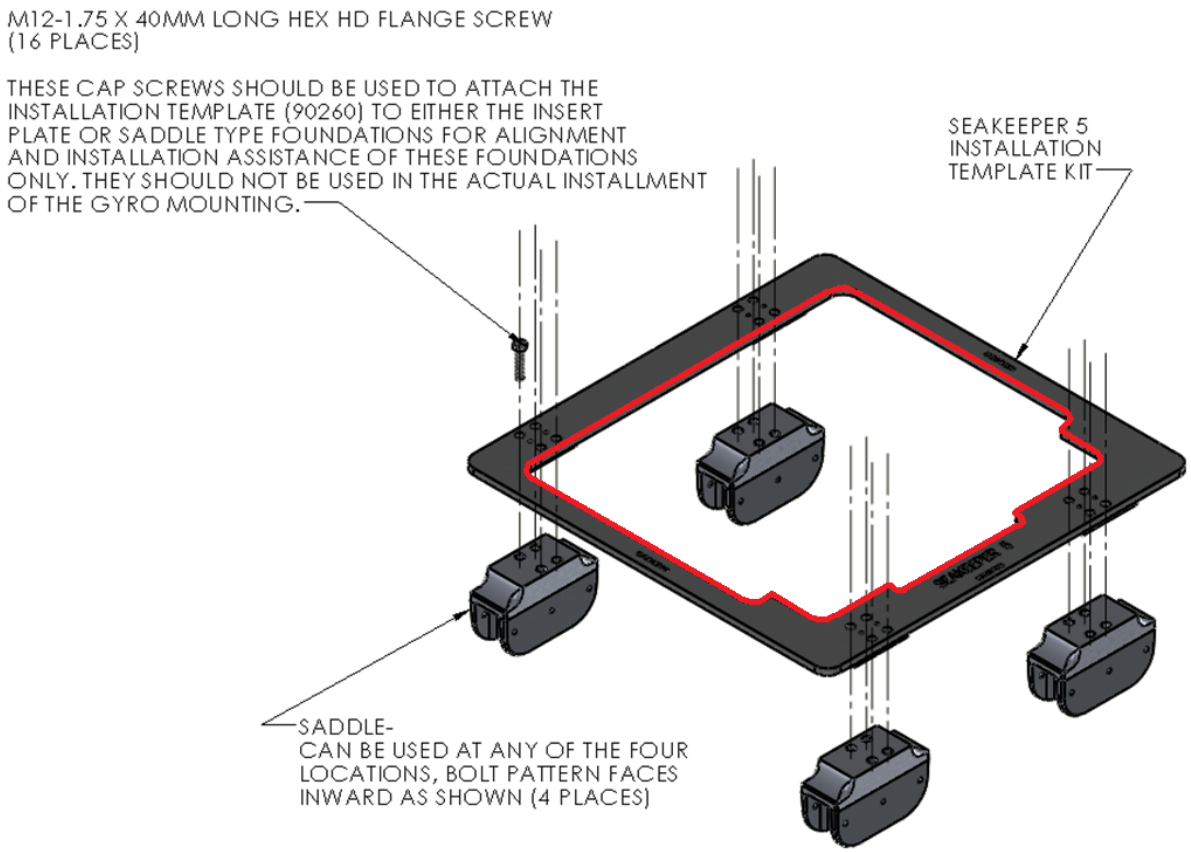
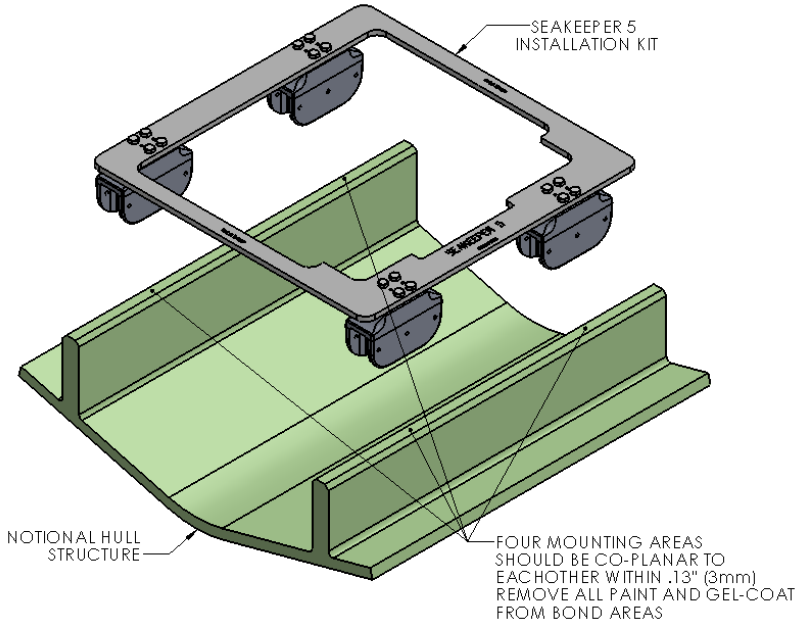
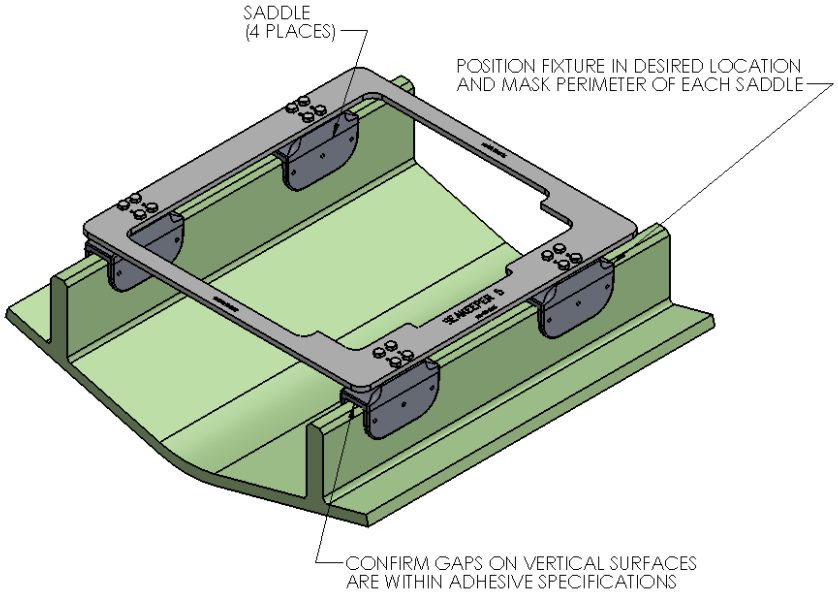

FIGURE 6 – EXPLODED VIEW OF SADDLE INSTALLATION FIXTURE
FIGURE 8 - INSTALLING FIXTURE ON HULL
FIGURE 9 - MASKING PERIMETER OF SADDLES
2) **The four areas where the feet of the gyro will rest should be coplanar to within .06" (1.5mm). See Figure 9.**
Seakeeper provides an installation fixture template, P/N 90260 that locates the saddles at the proper spacing both in the fore-aft direction and the port-starboard direction. See Figures 6, 7 & 8 below. Once assembled with the provided saddle fittings, the fixture can be used to check saddle clearances and alignment of the hull structure. The fixture will allow the builder / installer to lay-up and adjust the foundation dimensions to create a low-clearance fit between the gyro foundation saddles and the hull structure. Shear strength of the adhesive will be maximized if the cured thickness between the vessel structure and gyro saddles is at the thinner end of the adhesive manufacturer's recommended range. Therefore, the fixture should be used to confirm that the overall dimensions of the foundations are square and level and that the adhesive gap is within Seakeeper's maximum recommended thickness of .13" or 3mm.
1) Position installation fixture (Fig 8) on hull girders noting recommended clearances for maintenance from Figure 2. Check that the screws fastening the saddles to the installation fixture are tight (Fig 6).
2) Mask hull area (Fig 9) around foundation saddles for easy clean-up and to create outline of surface area to receive adhesive as (Fig 8). Insure that the bond gap is within Seakeeper's recommended thickness, or 3mm if using Plexus MA590.
3) Raise fixture clear of foundation. Check all four mounting areas are co-planar to within .13" (3 mm) to each other, as well as parallel to the water line plane, as shown in Fig 8.
5) Remove any paint or gel-coat from bond surfaces so that adhesive will bond directly to laminate fibers and resin as shown in Figure 8.
1) Ensure that screws fastening saddles to the installation fixture are tight (Fig 6).